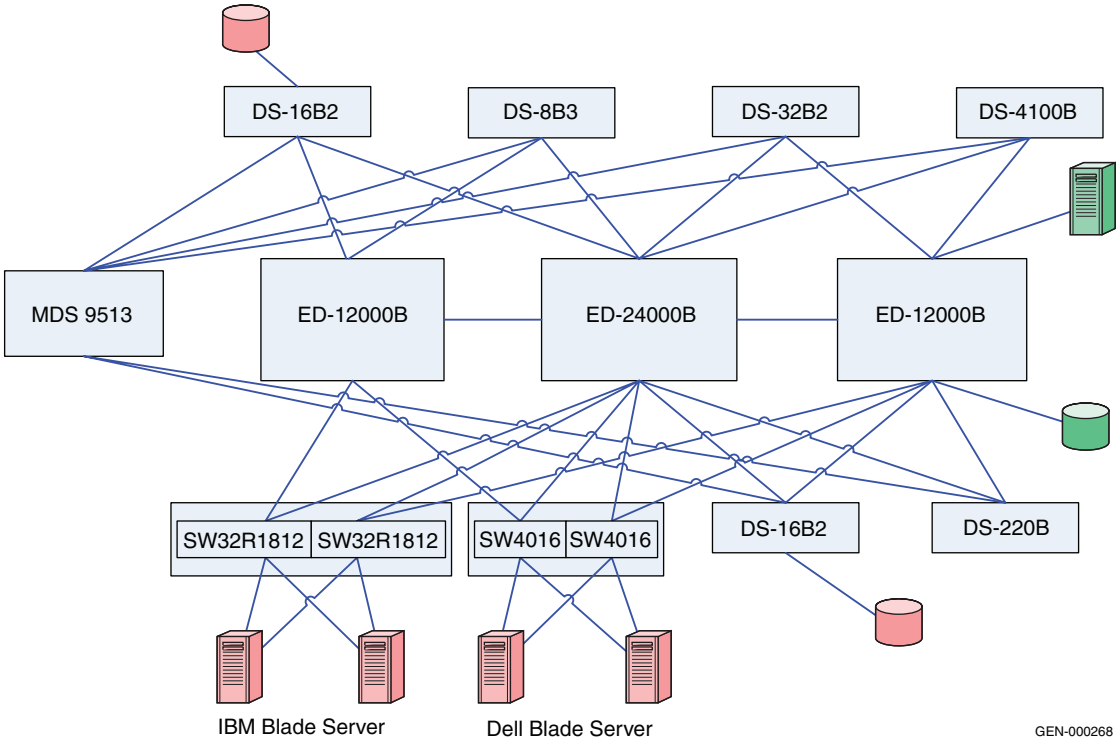

Figure 41 **Phase 2: Adding Connectrix MDS 9513**
As illustrated in Figure 41, the Connectrix MDS 9513 director is added to the core of the fabric. Also it is important to note that there is no ISL between the Connectrix B cores and the Connectrix MDS 9513. Please refer to the "Switched Fabric Topology Parameters" section of the *EMC Support Matrix* to obtain a list of all the Connectrix MDS series switches that can be supported in a heterogeneous fabric with the Connectrix B switches, as well as the operating modes specified above for this case study.
5. Create an ISL between the Connectrix MDS 9513 and all the Connectrix B edge switches as per Figure 41 on page 293.